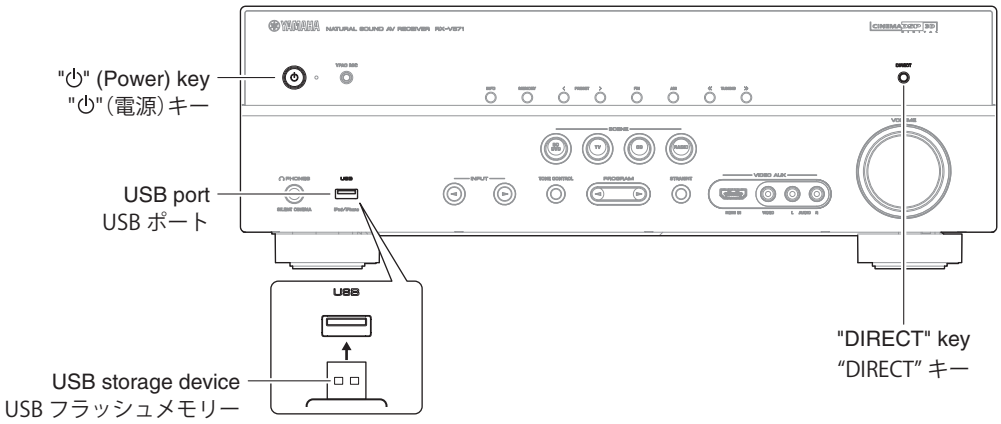

Fig. 1
1. Insert the USB storage device to the USB port. (Fig. 1)
2. While pressing the “DIRECT” key, connect the power cable to the AC outlet. (Fig. 1)
1. USB ポートに USB フラッシュメモリーを差し込みます。（Fig. 1）
2. “DIRECT” キーを押しながら、電源コードを AC コンセントに接続します。（Fig. 1）
6. Remove the USB storage device from the USB port. (Fig. 1)
6. USB ポートから USB フラッシュメモリーを抜きます。（Fig. 1）